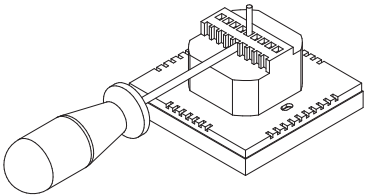

Рис. 1
8.2.1. Закрепите провода в зажимах клеммной колодки прибора в соответствии с электрической схемой подключений *на рис. 1* (п.п. 8.2.5).